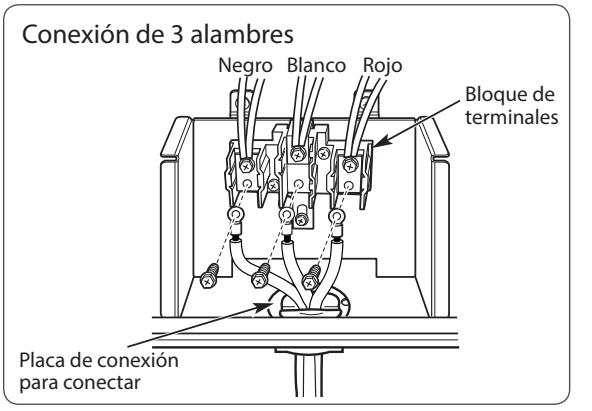

FIGURA 8
Para la instalación del cable de alimentación o de conducto portacables se deben usar placas de conexión para conectar a conductos portacables. El cable de alimentación deberá instalarse con la placa de conexión de conductos portacables provista por el fabricante. En el caso de conductos portacables, quite la placa de conexión de conductos portacables que está ubicada debajo de la parte posterior del cuerpo del cajón y use el orificio del conducto portacables (1 1/8" (2.8 cm)) en lugar del orificio del cable de alimentación (1 3/8" (3.5 cm)). (Consulte la Figura 8.)
1. Quite los tres tornillos inferiores del bloque de terminales y consérvelos. (Ver Figura 8).